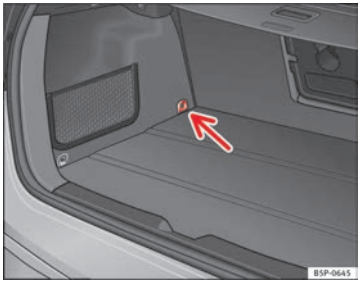

Abb. 32 Toptether*-Halteöse
– Stecken Sie den Kindersitz auf die „ISOFIX“-Halteösen, bis der Kindersitz sicher und hörbar einrastet. Wenn der Kindersitz über eine Toptether*-Befestigung verfügt, befestigen Sie ihn an der entsprechenden Halteöse ⇒ Abb. 32. Beachten Sie dafür die Anleitung des Herstellers.